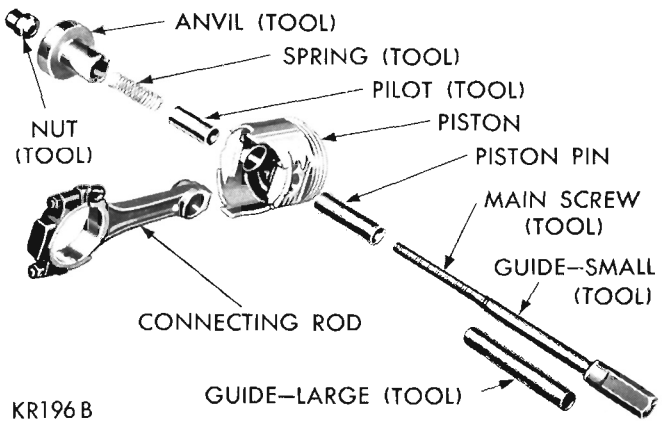

Fig. 44—Tool Arrangement for Installing Piston Pin
(1) Test piston pin fit in the piston. It should be a sliding fit in the piston at 70 degrees F. Piston pins are supplied in standard sizes only.
(2) Lubricate piston pin holes in the piston and connecting rod.
(3) Arrange Tool C-3684 parts for installation of piston pin (Fig. 44).
(4) Install spring inside the pilot and install spring and pilot in the anvil. Install piston pin over main screw.
(5) Place piston, with "front" up, over the pilot so pilot extends through piston pin hole.
(6) Position connecting rod over the pilot which extends through piston pin hole.
(7) Install main screw and piston pin in piston, (Fig. 44).